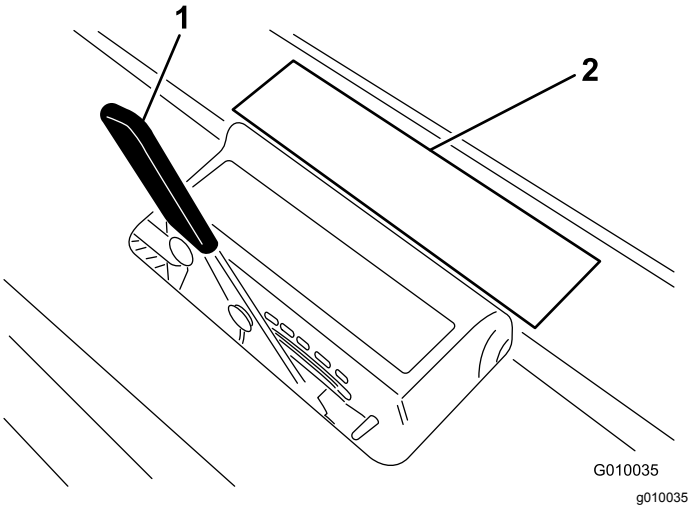

Figur 28
3. Lägg luftarpinnen på dekalen för luftarpinnsdjup (Figur 28) med en ände i höjd med det önskade luftningsdjupet (se luftarpinnsillustrationen på dekalen).